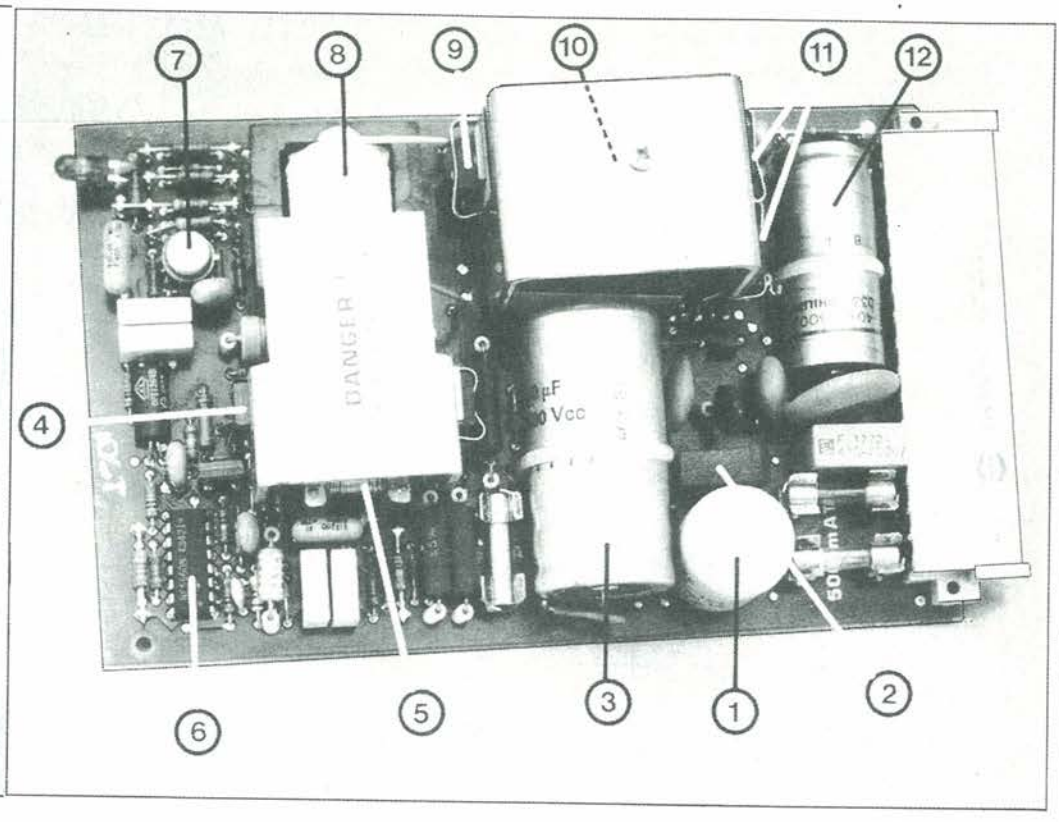

Figura 8. Un compatto alimentatore a commutazione.
La Figura 8 mostra un alimentatore a commutazione compatto, montato su un circuito stampato. Le frecce numerate indicano i seguenti componenti fondamentali: (1) filtro di rete; (2) rettificatore primario; (3) condensatore tampone per la tensione primaria; (4) transistore di commutazione; (5) trasformatore ad impulsi per il pilotaggio di base; (6) integrato di controllo per la modulazione a durata d'impulso; (7) tensione secondaria di riferimento ed amplificatore di errore; (8) trasformatore a nucleo di ferrite; (9) diodo di ritorno primario per indebolire il campo nel trasformatore; (10) induttore del filtro d'uscita; (11) rettificatore e diodo di ritorno secondario; (12) condensatore d'uscita.